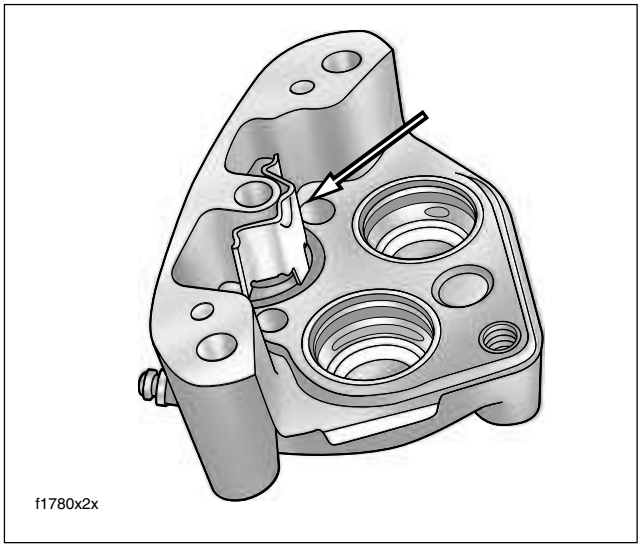

Figure 2-63. Install Anti-Rattle Spring
b. Place outside caliper housing on workbench with decal side down. Place anti-rattle spring in channel around boss. Spring is not directional. See Figure 2-63.
If pad pins do not fit, verify the following: (1) Proper pad set is being used, not two identical pads. (2) Anti-rattle spring is installed as shown in Figure 2-63. (3) Pads are pushed tight against anti-rattle spring.